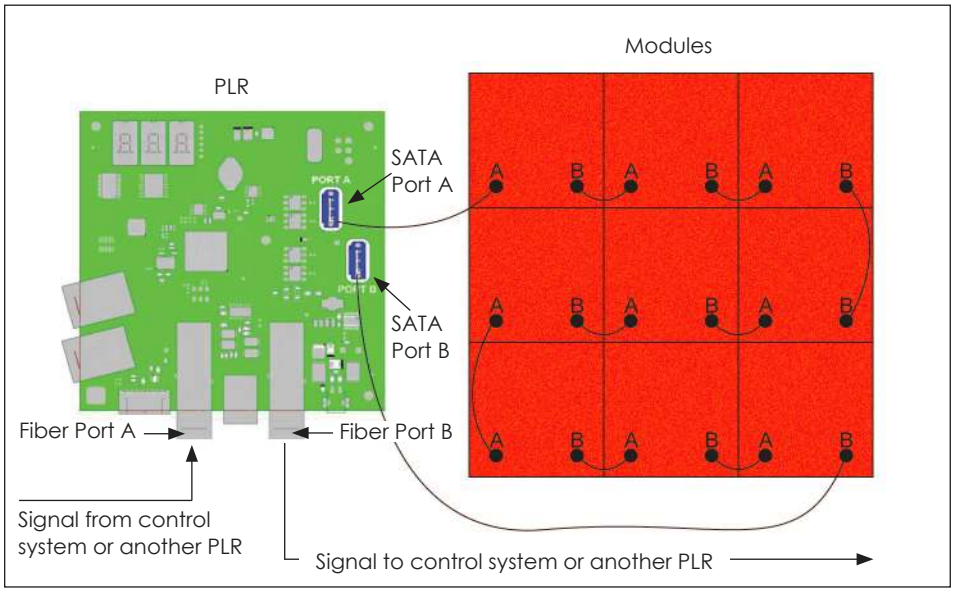

Figure 75: *ProLink 6 Failure from Fiber Ports or SATA Ports*
- **Signal Backbone - Port A Health** - This tests the ProLink 6 connections via fiber Port A on the PLRs. If the PLR Port A fiber is disconnected, the modules connected to that PLR turn red. Refer to **Figure 75**. If the PLR has proper connection and communication via Port A, the modules connected to that PLR turn green.
- **Signal Backbone - Port B Health** - This tests the ProLink 6 connections via fiber Port B on the PLRs. If the PLR Port B fiber is disconnected, the modules connected to that PLR turn red. Refer to **Figure 75**. If the PLR has proper connection and communication via Port B, the modules connected to that PLR turn green.
- **Output to Module - Port A Health** - This tests the SATA Port A on the PLR. If the SATA Port A is connected to the modules properly, all the modules turn green. If SATA Port A is not connected to the modules correctly, all the modules turn red. Refer to **Figure 75**.
- **Output to Module - Port B Health** - This tests the SATA Port B on the PLR. If the SATA Port B is connected to the modules properly, all the modules turn green. If SATA Port B is not connected to the modules correctly, all the modules turn red. Refer to **Figure 75**.